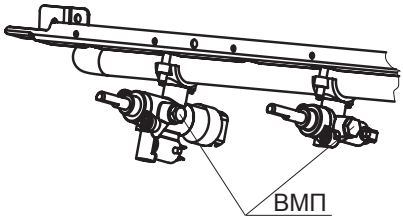

рис. 19
21.2. Проведение замены винтов малого пламени (ВМП) в кране-термостате и кранах горелок стола (рис. 19, 20):